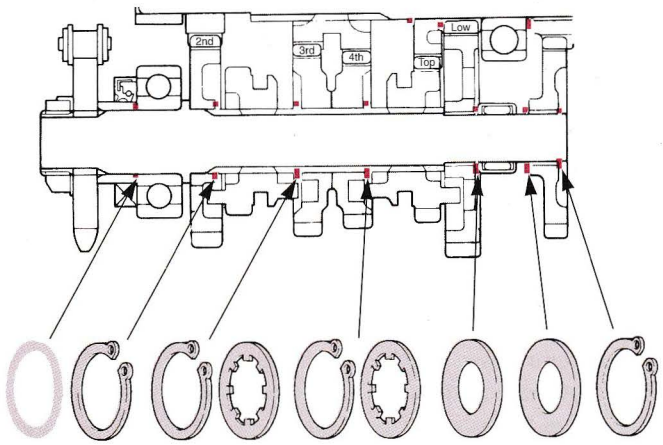

Figure 21-28. Make sure all circlips and washers are in their proper positions during transmission shaft assembly. (American Suzuki Motor Corporation)
4. Make sure shims, thrust washers, circlips, and gears are installed in proper order and direction, **Figure 21-28.**